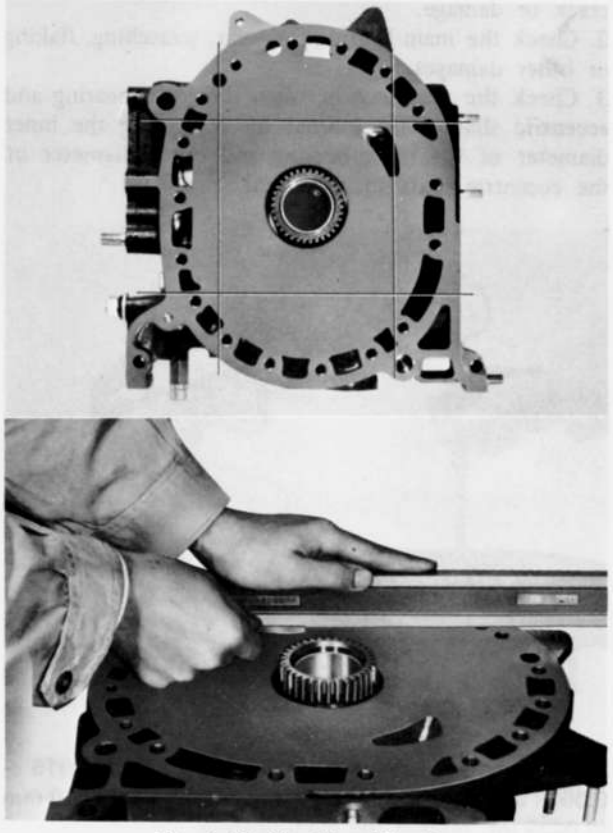

Fig. 1–27 Checking distortion
4. Check for wear on the rotor sliding surfaces of the housing and joint surfaces with rotor housing as shown in Fig. 1–28.